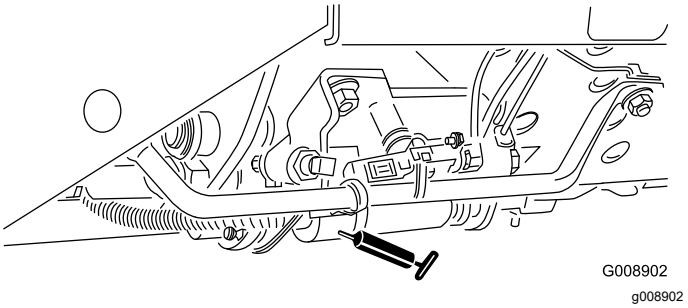

**Figure 53**
- Sélecteur de tonte/transport (Figure 53)